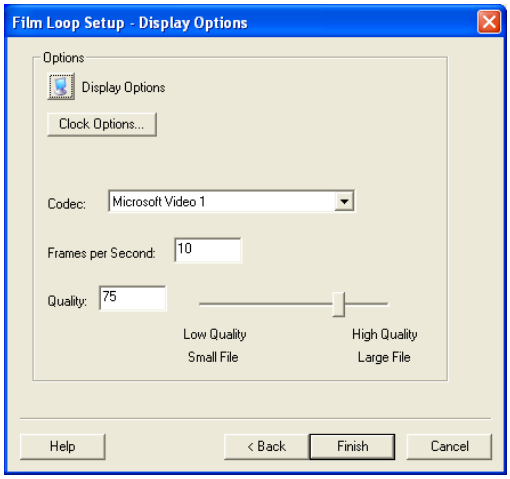

Figure 39. Third of three film loop setup dialog screens
7. Click the *Next* button to proceed to the next screen shown in Figure 39.